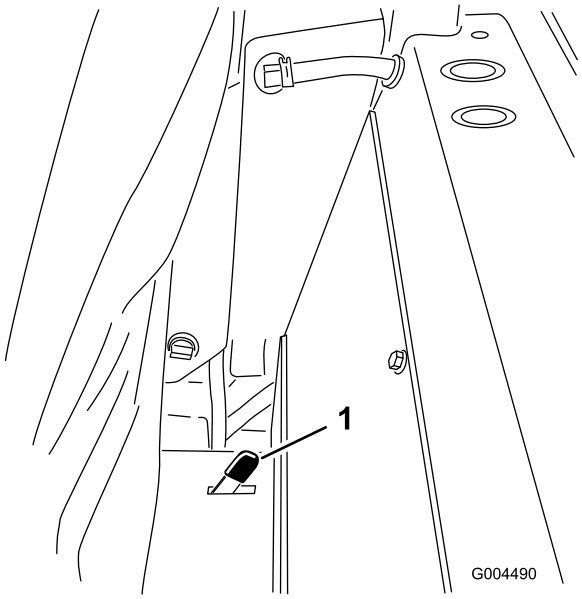

Figuur 34
2. Druk een van de stoelvergrendelingen, achter en naast de stoel, naar achteren om de stoel te ontgrendelen en trek de stoel naar voren (Figuur 34).